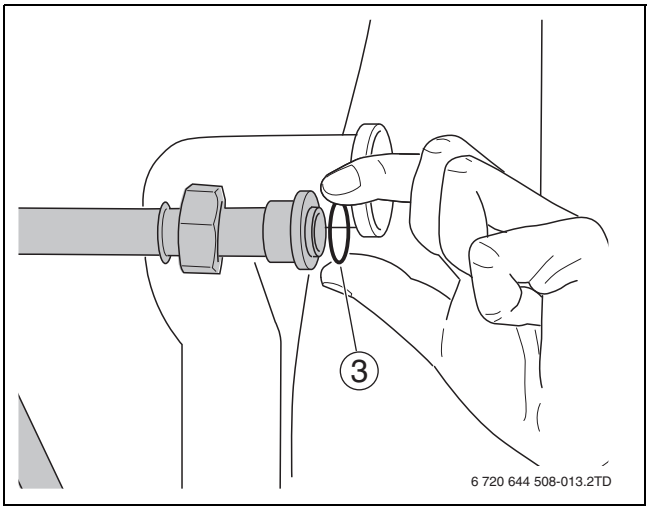

Fig. 18
- ▶ 取下燃气管的密封垫片并替换为随附的密封垫片 （→ 图 18，第 45 页）。